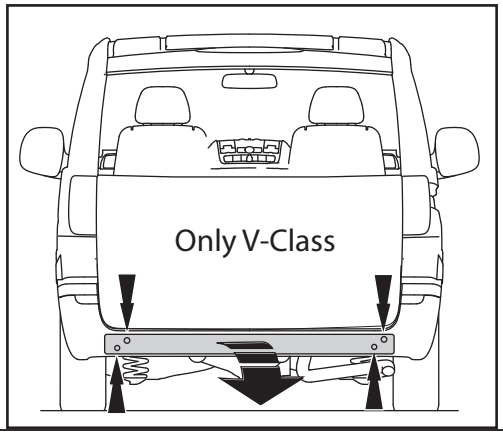

Fig.1
2. Для автомобилей Vito: Снять бампер (См. рисунок 1).
Для автомобилей V-class: Снять бампер вместе со стальным буферным брусом автомобиля. Буферный брус больше не понадобится. См. рисунок 1.